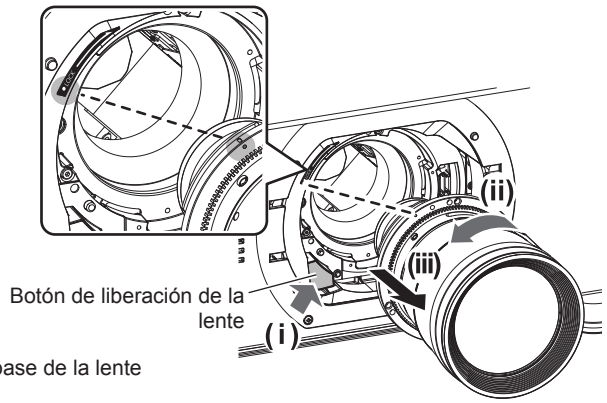

Figura 2
3) Con el botón de liberación de la lente pulsado, retire la lente de proyección girándola hacia la izquierda. (Figura 2)